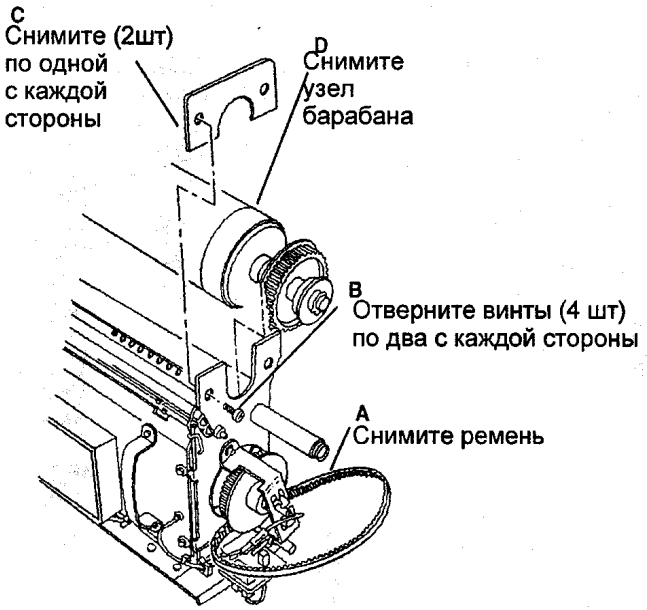

Рис. 1 Снятие узла барабана фоторецептора
4. (РИС. 1): СНИМИТЕ УЗЕЛ БАРАБАНА ФОТОРЕЦЕПТОРА.
1. (РИС. 1): УСТАНОВИТЕ УЗЕЛ ФОТОРЕЦЕПТОРА НА СВОЕ МЕСТО.